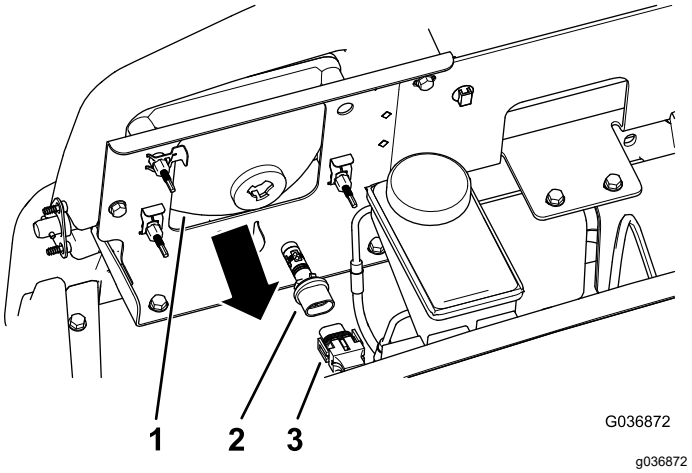

Figur 42
3. Frakobl det elektriske stik til ledningsnettet fra stikket på lampesamlingen bag på forlygtehuset (Figur 42).
4. Drej lampesamling ¼ gang mod uret, og træk den med en bagudgående bevægelse ud af forlygtehuset (Figur 42).
5. Sæt den nye lampesamling og forlygtehuset i, og ret tapperne i lampesamling ind efter hullerne i forlygtehuset (Figur 42).
6. Fastgør lampesamlingen ved at dreje den ¼ omgang med uret (Figur 42).
7. Tilslut det elektriske stik til ledningsnettet til stikket på den nye lampesamling (Figur 42).